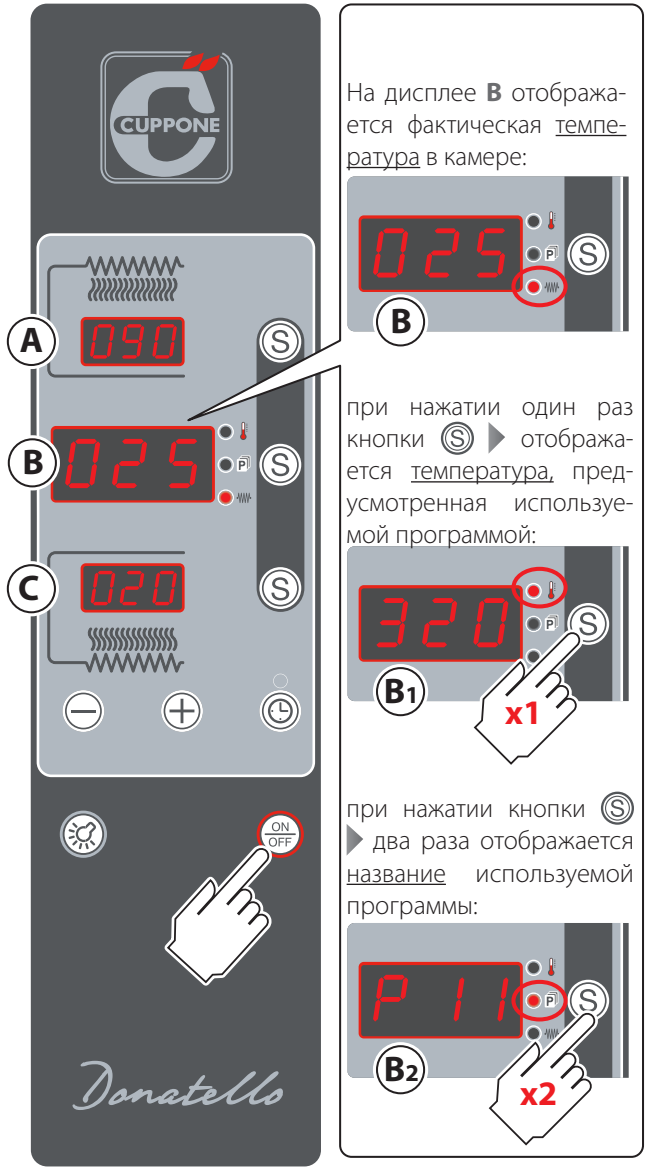

Рис.15.
См. ▶ гл. «**Включение вручную**» на стр. 14 и **Рис.15.**
▶ **Рис.15.**